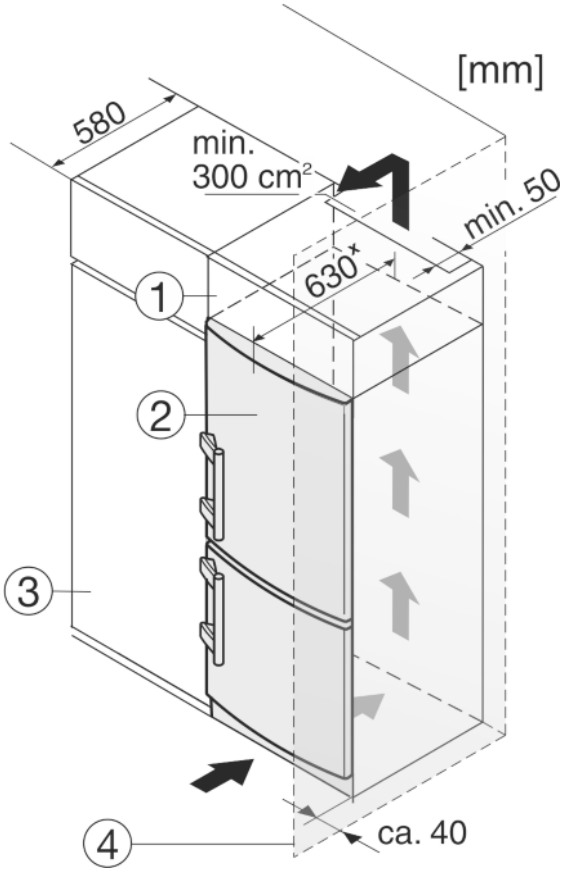

Fig. 26
The appliance can be built into kitchen units. A top cupboard *Fig. 26 (2)* can be added above the appliance in order to bring the appliance *Fig. 26 (1)* up to the height of the fitted kitchen units.
When installing with kitchen units (max. depth 580 mm), the appliance can be positioned directly next to the kitchen cabinet *Fig. 26 (3)*. The appliance will project by 34 mm[x] at the sides and 50 mm[x] in the centre of the appliance in relation to the kitchen cabinet front.
If the appliance is installed with the hinges next to a wall *Fig. 26 (4)*, the distance between appliance and wall has to be at least 40 mm. This corresponds to the projection of the handle when the door is open.